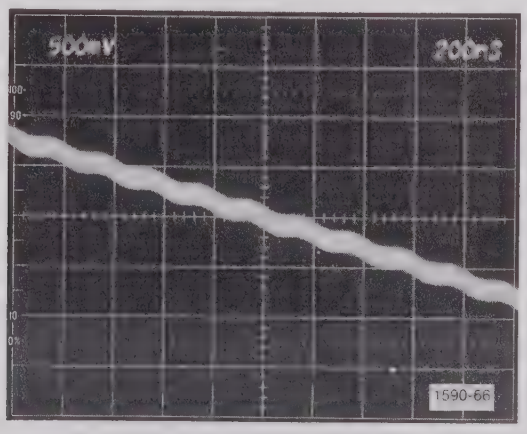

Fig. 6-21. Vertical ramp.
h. Set the Test Oscilloscope Delay Time Multiplier to view ramp steps (Fig. 6-21). A hazy trace is acceptable.
j. Check - for a step display with minimum ringing and sharp corners as shown in Fig. 6-21.
k. Adjust - C1018-C1029 on the X and Y Ramp Generator board, and R1127-C1127 on the Scan Amplifier board for best step with minimum ringing and sharp corners. Refer to the example shown in Fig. 6-21.